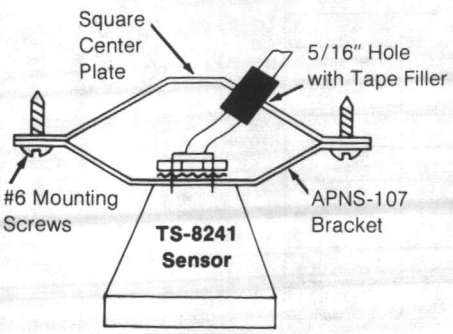
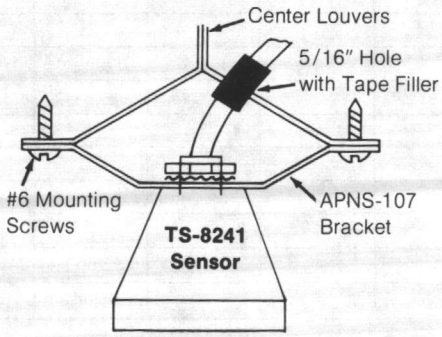

Figure 3
Figure 4
a. Fig. 3. Locate hole center on an angled surface about 5/16" from an edge of the 1/2" square so as to avoid drill contact with the welded center plate mounting brackets.
b. Fig. 4. Locate the hole center on one louver about 5/16" from junction of two center back to back louvers.
a. Fig. 3. Drill two holes near edges of square center plate.
b. Fig. 4. Drill two holes, one each on bottom edge of back to back louvers.
4. Assemble the sensor to APNS-107 bracket as shown in Figs. 3, 4, and 5.
6. Attach APNS-107 as shown in Figs. 3, 4, and 5 using #6 screws.
0	Fig. 3 Fig. 4
3	Fig. 4